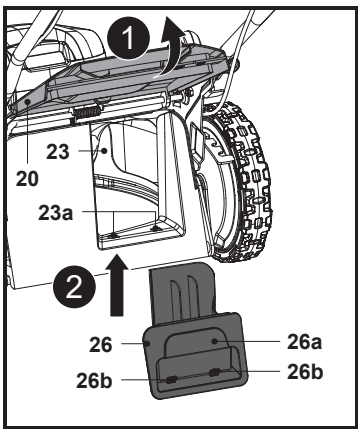

Fig. 12
1. Ouvrir le déflecteur arrière (20), maintenir la poignée encastrée (26a) et insérer l'obturateur mulching (26) dans la goulotte d'éjection arrière (23) (Fig. 12). S'assurer que les deux clips de verrouillage (26b) s'enclenchent dans les encoches (23a).